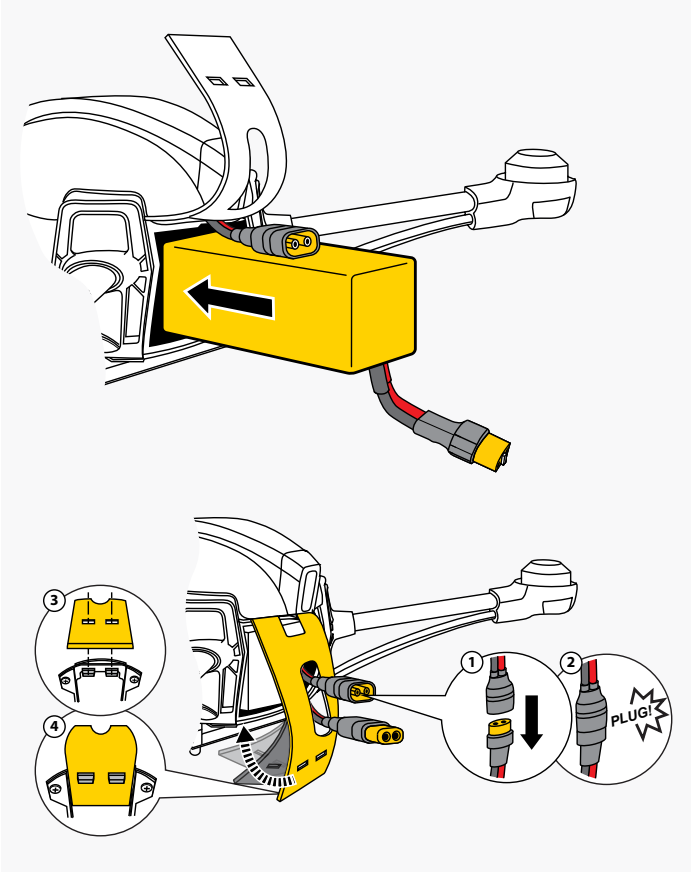

Fig. 4
2. Follow the illustrations in **[Fig. 4]**, showing how to insert and connect the flight battery.